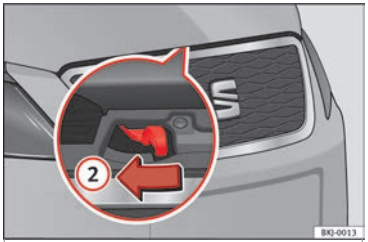

Rys. 10 Dźwignia pod pokrywą silnika.
- Aby podnieść pokrywę silnika, należy nacisnąć w lewo dźwignię umieszczoną pod pokrywą silnika na środku ››› **rys. 10** (2). Zapadki zwalniają rygiel maski.